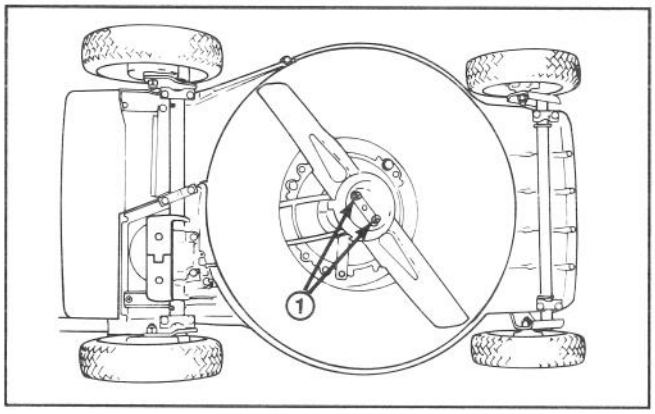

Figure 22
3. Tip mower on its left side (Fig. 22). Avoid rotating blade as starting problems may result.
5. REMOVING BLADE—Grasp end of blade using a rag or thickly padded glove. Remove (2) blade nuts, (2) washers, anti–scalp cup, and blade (Fig. 22 & 24).